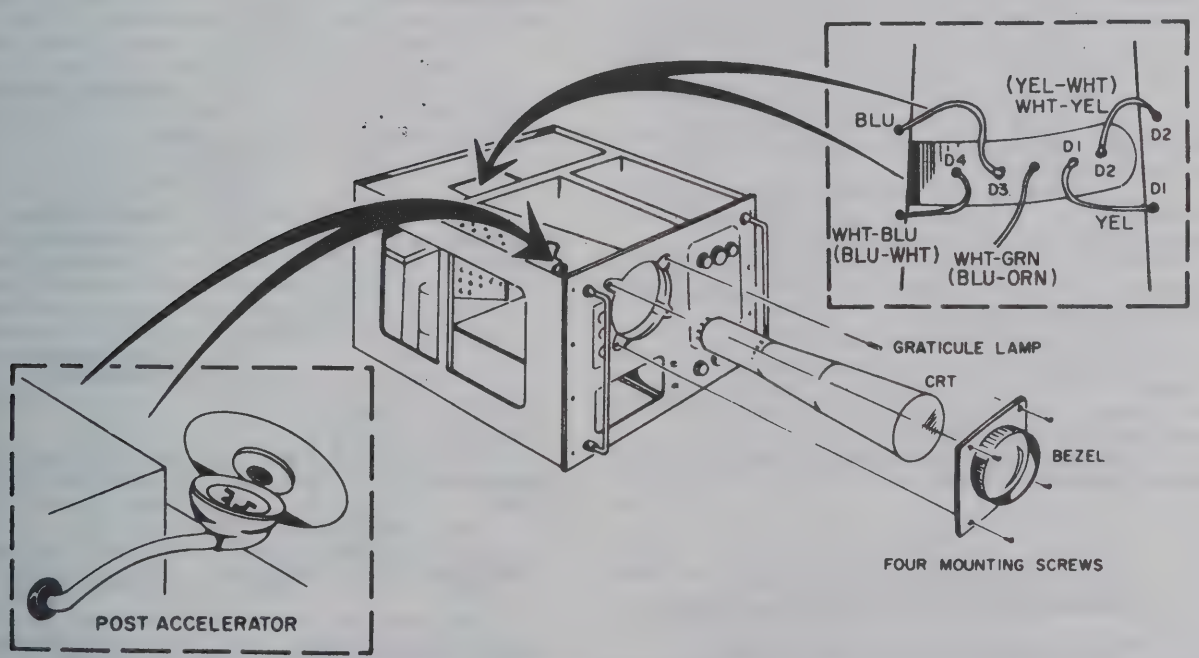

Figure 5-7. Removal of Cathode-Ray Tube
c. REMOVAL OF CATHODE RAY TUBE. - To remove the CRT, refer to figure 5-7 and proceed as follows:
(1) Remove the oscilloscope from cabinet, and place chassis upright.
(2) Remove 5 leads from neck of CRT.
(3) Loosen two screws holding clamp on CRT base. Do not remove screws or clamp.
(4) Remove post-accelerator cap from CRT (see figure 5-7) by prying.
(5) Remove four mounting screws from bezel and remove bezel, filter and graticule.
(6) Slide CRT slightly forward and loosen rubber gaskets between the clamp and CRT.
(7) Remove socket from CRT base.
(8) Slide CRT forward out of instrument, keeping one hand on front face of the CRT.